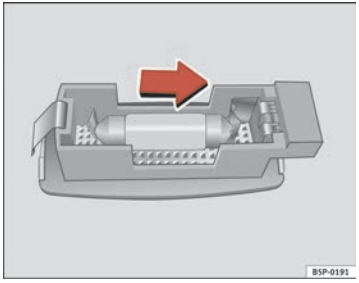

Fig. 204 Removing sun visor light
– Carefully remove the lamp, using the flat side of the screwdriver, as shown in the figure ⇒ fig. 204.
– Remove the bulb, moving it in the direction of the arrow and outwards ⇒ fig. 204. ■